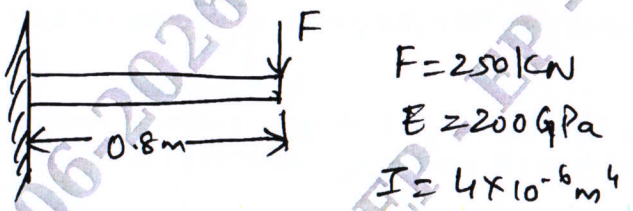

Fig. Q5 (b)
b. Find the deflection at the free end and the support reaction of a cantilever beam shown in Fig. Q5 (b). **(10 Marks)**